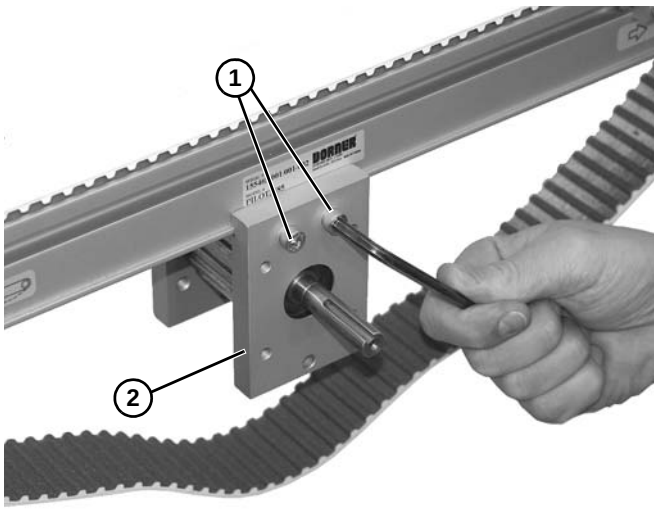

Figure 84
2. Retirer les deux vis **(Figure 84, élément 1)** de chaque côté du bloc de montage **(Figure 84, élément 2)**.